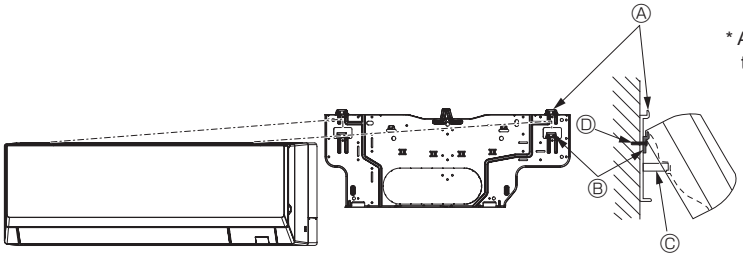

Fig. 3-13
- **İç ünite standart kanca ile asılamadığında ve kaldırılamadığında (2.1. boyutu Ⓚ (tavan ve ünitenin arasındaki açıklık 75 mm) veya daha düşük), üniteye boru hattını soldan bağlamak için üniteyi alt kancaya asın. (Fig. 3-13)**
(Fig. 3-13)